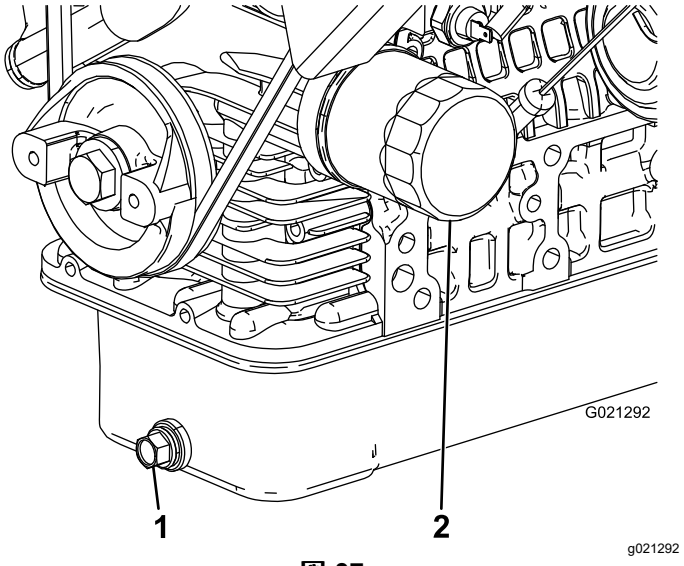

図 37
2. ドレンプラグを外してオイルを容器に受ける(図 37) 。
4. オイルフィルタを外す図 37。